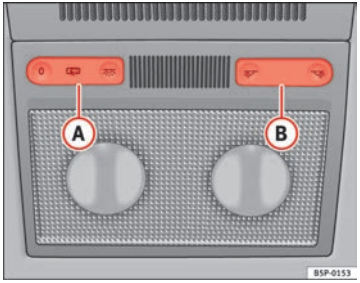
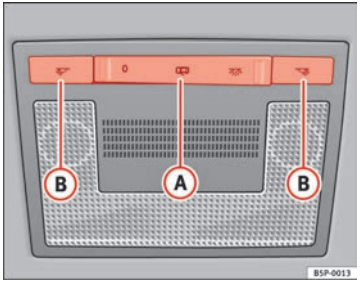

Fig. 78 Rivestimento interno del tetto: luci di lettura anteriori 1
Fig. 79 Rivestimento interno del tetto: luci di lettura anteriori 2
Per accendere una luce di lettura si deve premere il tasto corrispondente ⇒ fig. 78 (B) e ⇒ fig. 79 (B).